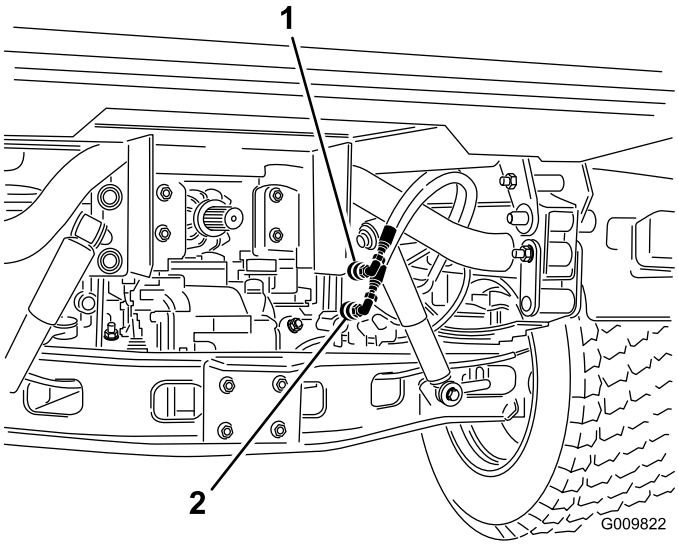

Figuur 71
2. Maak de twee slangen met snelkoppelingen op beide voertuigen los van de slangen die zijn bevestigd aan de beugel van de koppeling (Figuur 71).